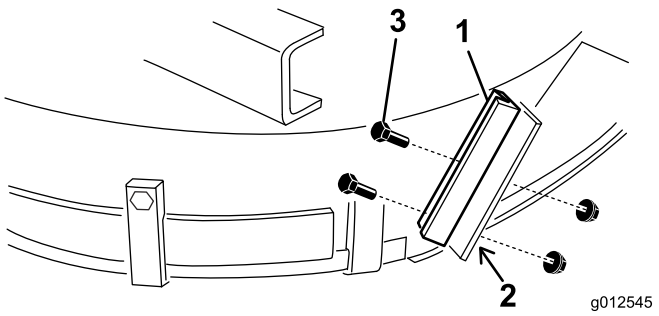

**Figur 17**
1. Brug det nye deflektorstop som skabelon, og placer det på det originale flade deflektorstop (Figur 17). Sørg for, at det nye deflektorstop flugter med bunden, berører siden af skjoldet, og er parallelt med den udvendige kant af deflektorstøtten.
3. Monter den nye deflektorstøtte på det gamle deflektorstop med to bolte (1/4-20 x 3/4 tomme) og låsemøtrikker (1/4-20 tomme) som vist i Figur 17.